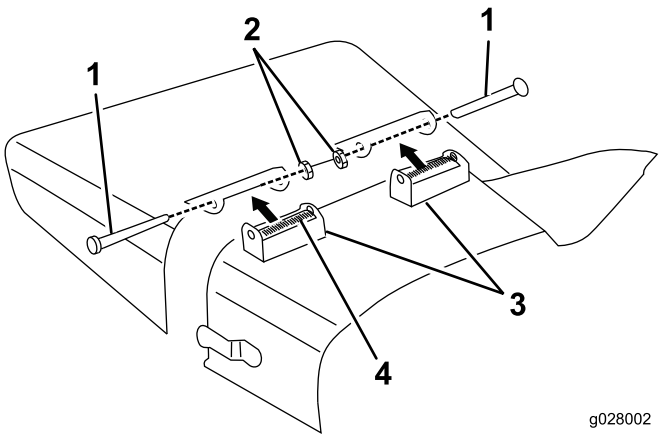

Figure 5
1. Remove the capscrews, locknuts and springs securing the deflector mounts to the pivot brackets (Figure 5).
2. Remove the carriage bolts and flange nuts securing pivot brackets to the housing (Figure 5).